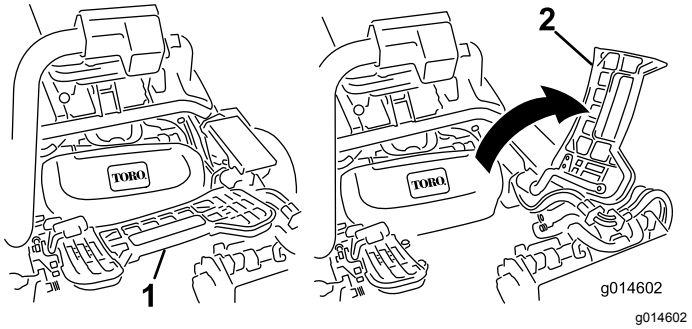

Figure 11
7. Si le plateau de coupe central est monté, relevez le repose-pieds pour accéder à la position du plateau de coupe central (Figure 11).